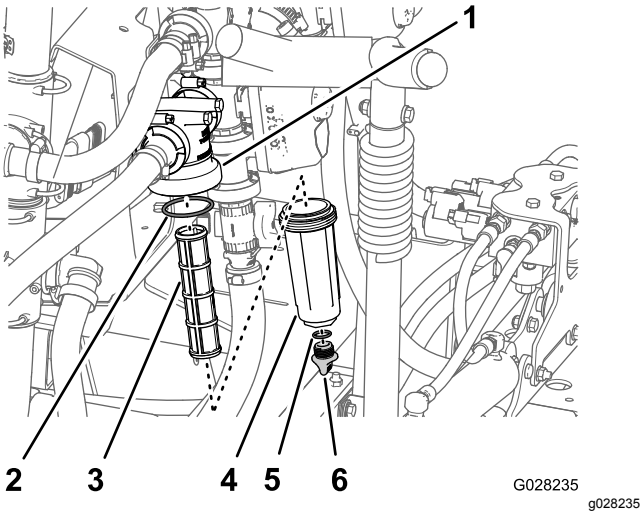

Figur 82
2. Placera ett kärl under tryckfiltret (Figur 82).
3. Vrid avtappningspluggen motsols och ta bort den från tryckfiltrets skål (Figur 82).
4. Vrid skålen motsols och ta bort filterhuvudet (Figur 82).
5. Ta bort det gamla tryckfiltret (Figur 82).
6. Kontrollera att avtappningspluggens o-ring (sitter på insidan av skålen) och skålens o-ring (sitter på filterhuvudets insida) inte är slitna eller skadade (Figur 82).
7. Montera det nya tryckfiltret i filterhuvudet (Figur 82).
8. Montera skålen på filterhuvudet för hand (Figur 82).
9. Montera pluggen i skålen för hand (Figur 82).